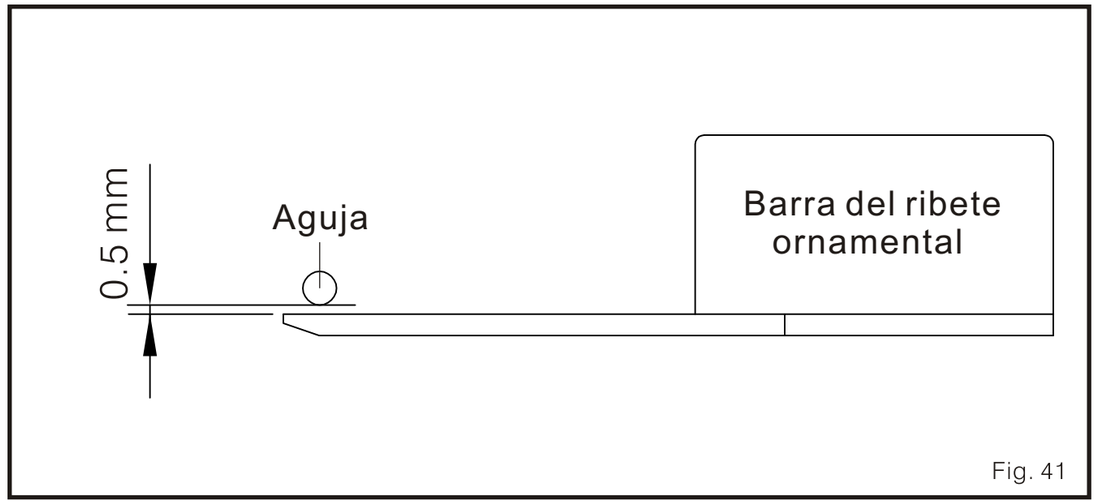

Fig. 41
3. El lado posterior de la barra del ribete ornamental y la superficie de la placa aguja debe ser de 0 0.1 mm (Fig. 41)